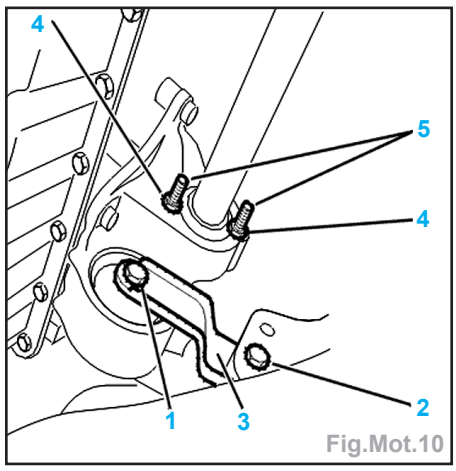

Fig.Mot.10
- les vis (17) à 2,15 daN.m.
- le support (24),
- les vis (23),
- l'écrou (22).
- les vis (23) à 2,7 daN.m,
- l'écrou (22) à 6,5 daN.m.
- la biellette anti-couple (3) (Fig.Mot.10).